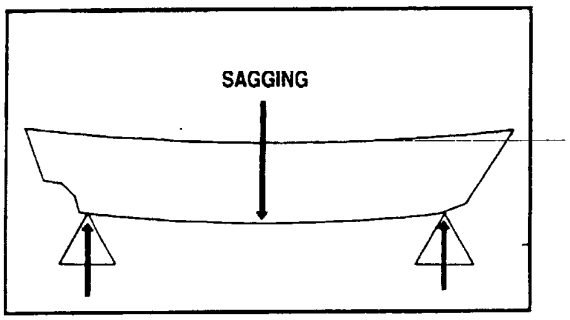

Figure 5-6. Flooding Load - Sagging
5.3.1 Flooding Load-Sagging. The load on the ship's girder is increased by the presence of flooding water. The increase in stresses caused by augmented load depends on both the amount and location of the flooding. Damage and consequent flooding in the middle section increases sagging stresses, which increases tension at bottom and compression at top of the hull girder, as Figure 5-6 illustrates. Measures to correct trim caused by damage in the middle length should be